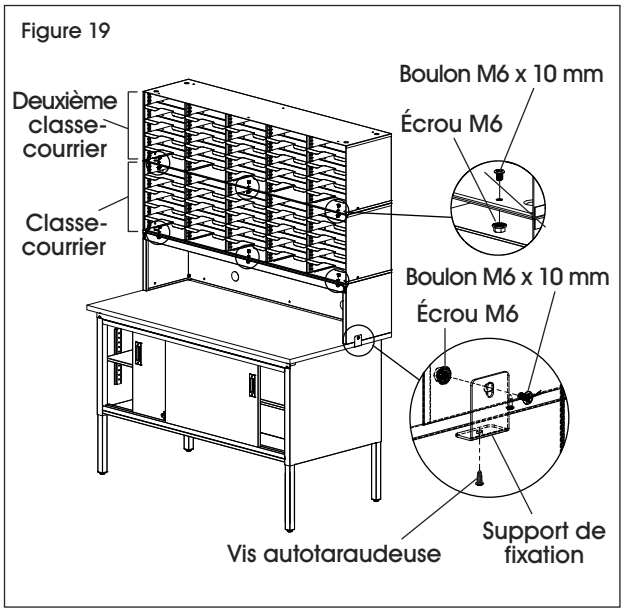

Figure 19
8. Fixez cinq supports de fixation à la base de la réhausse avec cinq boulons M6 x 10 mm et cinq écrous M6. En utilisant une perceuse, fixez les supports de fixation à la surface stratifiée à l'aide de cinq vis autotaraudeuses. (Voir Figure 19)
9. Posez un classe-courrier sur la réhausse. Fixez le classe-courrier à la réhausse avec six vis M6 x 10 mm et six écrous M6 en utilisant un tournevis cruciforme. Les trous se trouvent à l'avant et à l'arrière du classe-courrier dans les colonnes situées sur les extrémités gauche, droite et au centre. (Voir Figure 19)
10. Placez le deuxième classe-courrier par-dessus le classe-courrier fixé. Fixez-les ensemble avec six vis M6 x 10 mm et six écrous M6 en utilisant le tournevis cruciforme. (Voir Figure 19)